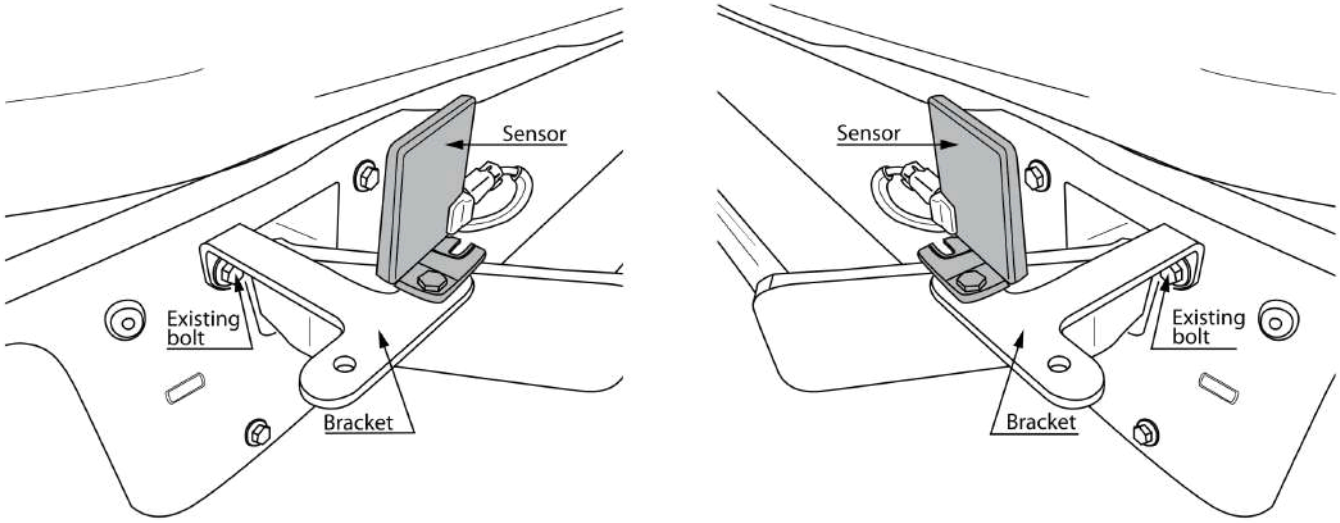

Fig. 8
5. Move the sensor if present at point X. See figure 8 & 9.
5. Falls einer Sensor vorhanden ist, diese verlegen auf de punkt X. Siehe Abbildung 8 & 9.
5. Le cas échéant, déplacer le capteur sure le point X. Voir la figure 8 & 9.
5. Flytte sensoren ifald den er tilstede på punkt X. Se fig. 8 & 9.